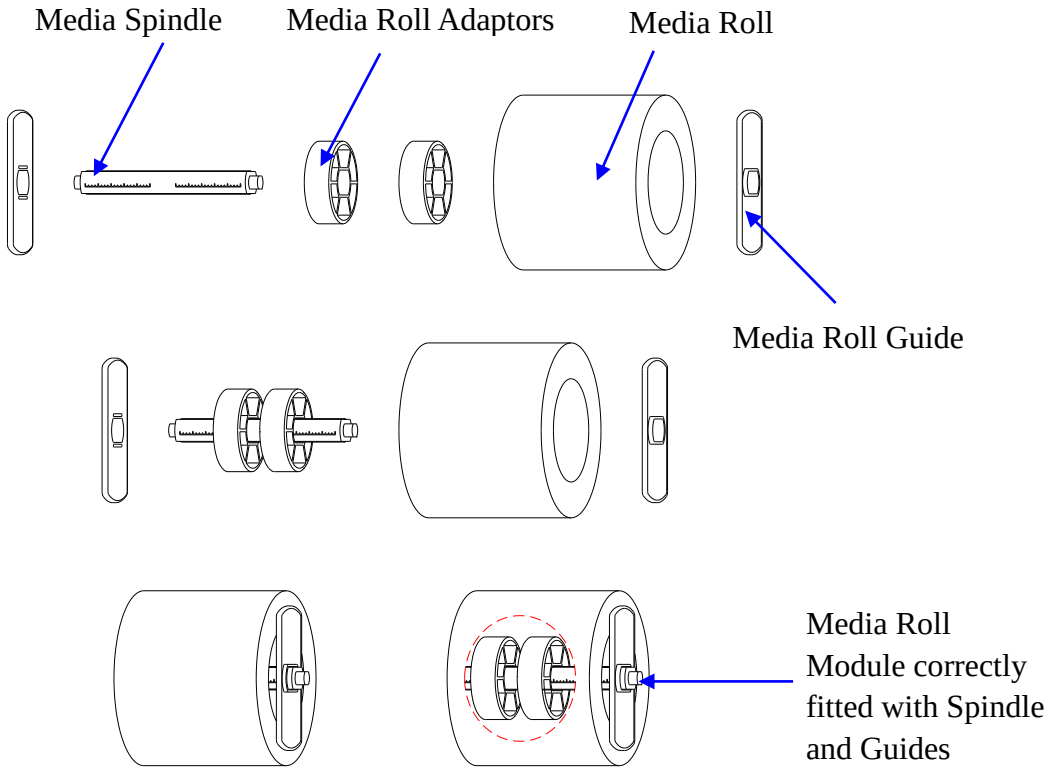

Figure 2-13 Place Media Roll on Media Spindle
1. Load a roll of media (labels facing up) on the Media Spindle, then slide the two Media Roll Guides, with smooth sides facing toward the media, onto the Media Spindle from each end until both Media Roll Guides touch the media. When placing a roll of media with a 3″ ID core, please slide the two Core Adapters onto the Media Spindle first, as shown in Figure 2-13.